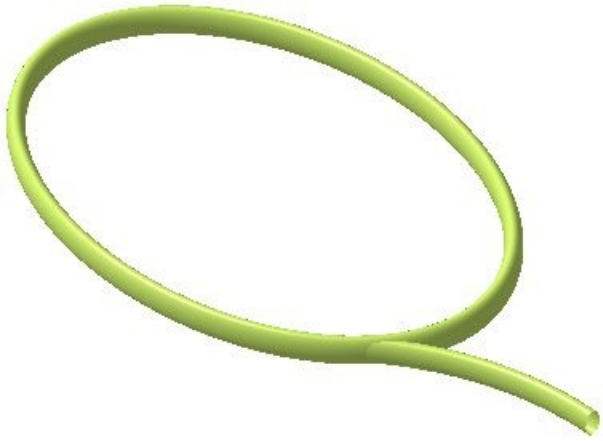

Figure 10-76 *The model after creating the second sweep feature*
4. Select the guide curve from the geometry area and choose the **OK** button from the **Swept Surface Definition** dialog box. The model after creating the second sweep surface looks similar to the one shown in Figure 10-76.